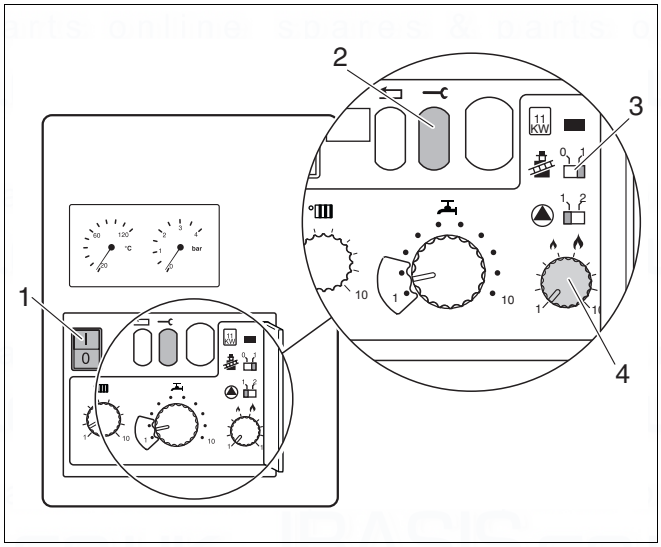

Fig. 82 Check the default gas-air ratio settings
- Set mains switch (fig. 82, item 1) and chimney-sweep switch (fig. 82, item 3) to "**0**".
- When the burner has fired (after approx. 30 seconds), push the service button (fig. 82, item 2) and keep it pressed until "**Y**" is shown on the display.
- Set the heating-capacity controller (fig. 82, item 4) to "**1**".